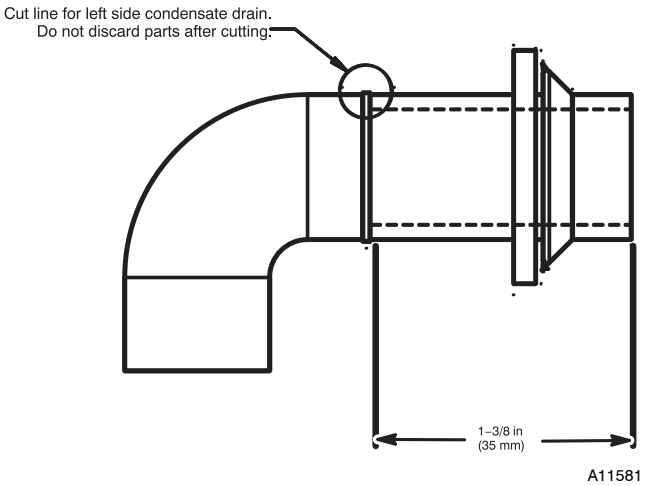

Fig. 16 - Modify Rubber Drain Elbow
3. The Z-pipe is connected to the condensate trap and the outside of the furnace by modifying the formed rubber drain elbow as shown in Fig. 16.
4. Remove the formed grommet from the rubber drain elbow by cutting the elbow along the vertical line located about 1-3/8 in. (35 mm) away from the formed grommet. See Fig. 16. **DO NOT DISCARD THE FORMED GROMMET OR THE RUBBER ELBOW**. Both of these pieces will be used.
TIP FROM CONTRACTORS: When installing the furnace horizontally, use the entire drain elbow (that is, do NOT cut as shown in Fig. 16 to connect the trap to the drain line. This helps to prevent bumps and shocks to the drain line from damaging the furnace drain trap. Avoid misalignment of the drain pipe which may cause kinks in the elbow.